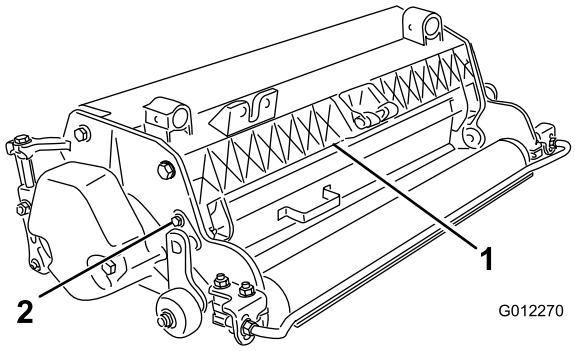

Figuur 5
1. Draai de bouten op het scharnierpunt van het grasscherm los (Figuur 5).
2. Draai het grasscherm naar de gewenste instelling en draai de bouten vast (Figuur 5).